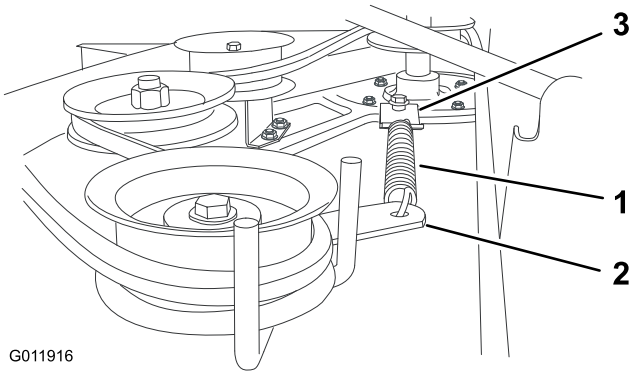

Figura 10
14. Agganciate la molla tra il braccio della puleggia tendicinghia e la staffa presente sul tosaerba (Figura 10).